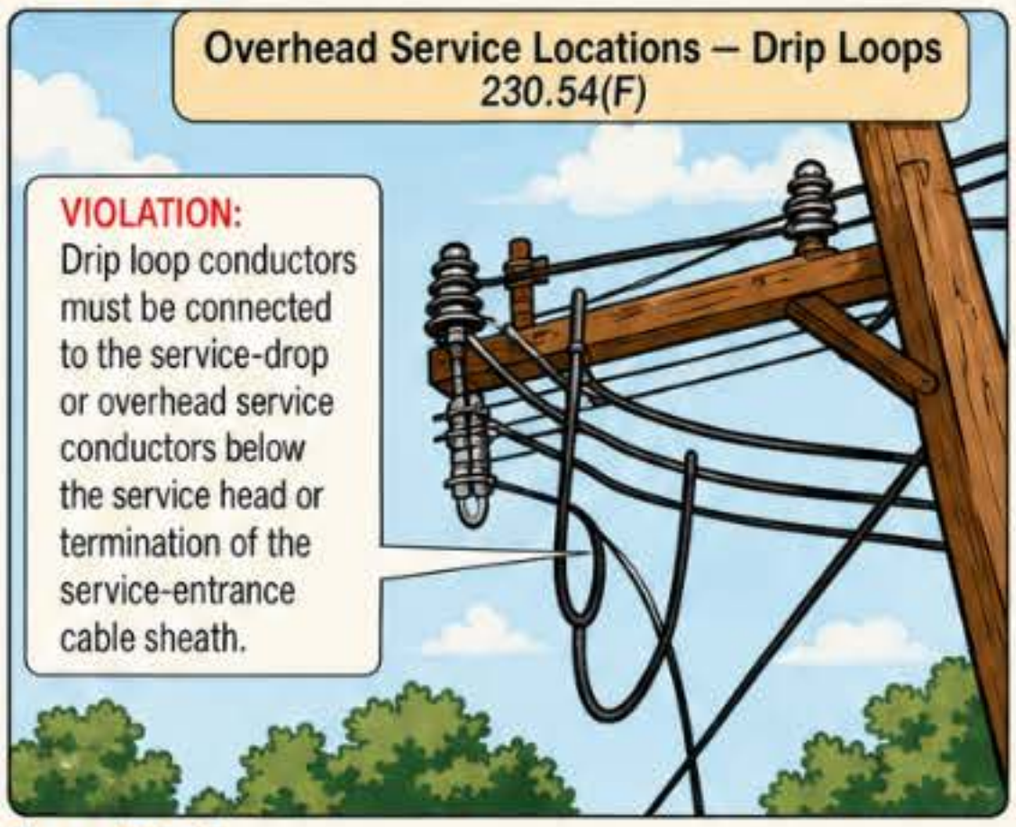

Figure 230-40
(F) Drip Loops. Drip loop conductors must be connected to the service-drop or overhead service conductors below the service head or termination of the service-entrance cable sheath. Figure 230-40